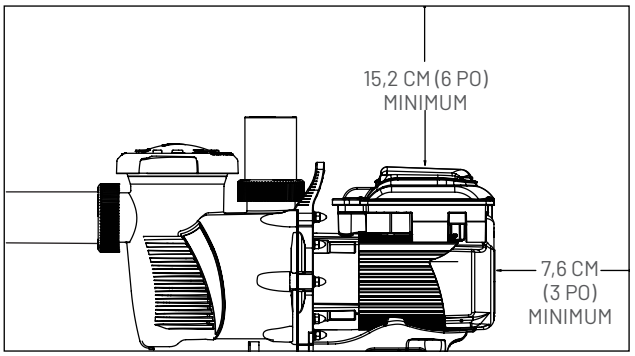

Figure 1 : dégagement arrière et vertical par rapport à la pompe
6. Installer la pompe avec un écart arrière d'au moins 7,6 cm (3 pouces) de sorte que le moteur puisse être retiré facilement pour la maintenance et la réparation. Voir Figure 1.